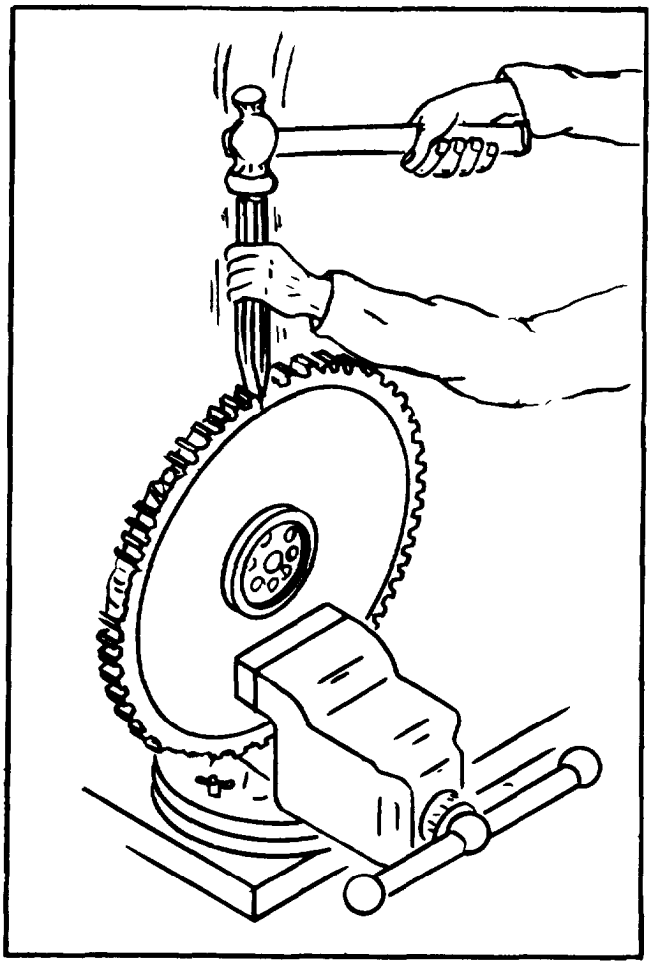

Figure 5-48B
d. After cutting a channel in the ring gear, use a hammer and chisel (as shown in Figure 5-48B) to slit the ring gear.